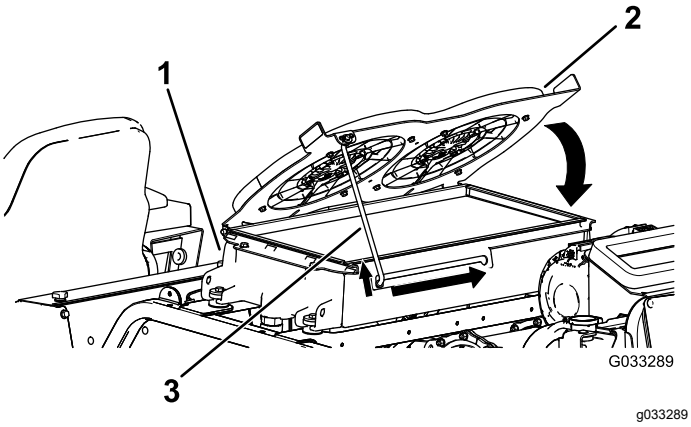

Figura 122
4. Gire hacia abajo los ventiladores de refrigeración del sistema hidráulico, y enganche la varilla de sujeción en la muesca (Figura 122).